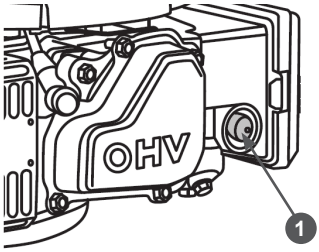

Рис. 13 Расположение ручного топливного насоса
2. Для запуска холодного двигателя нажмите три раза на ручной топливный насос 1 (Рис. 13). При запуске прогретого двигателя ручной топливный насос нажимать не нужно.